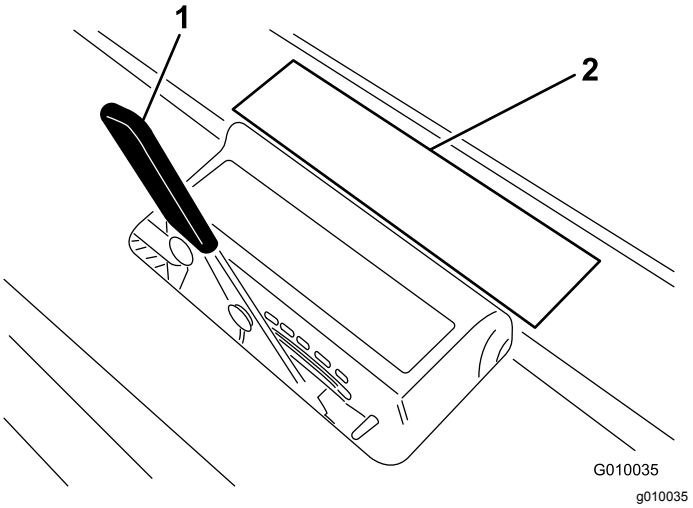

Figur 18
3. Legg pipen i pipedybdemerket (Figur 18) med én ende stilt opp med den ønskede luftedybden (se pipeoverlegget på merket).